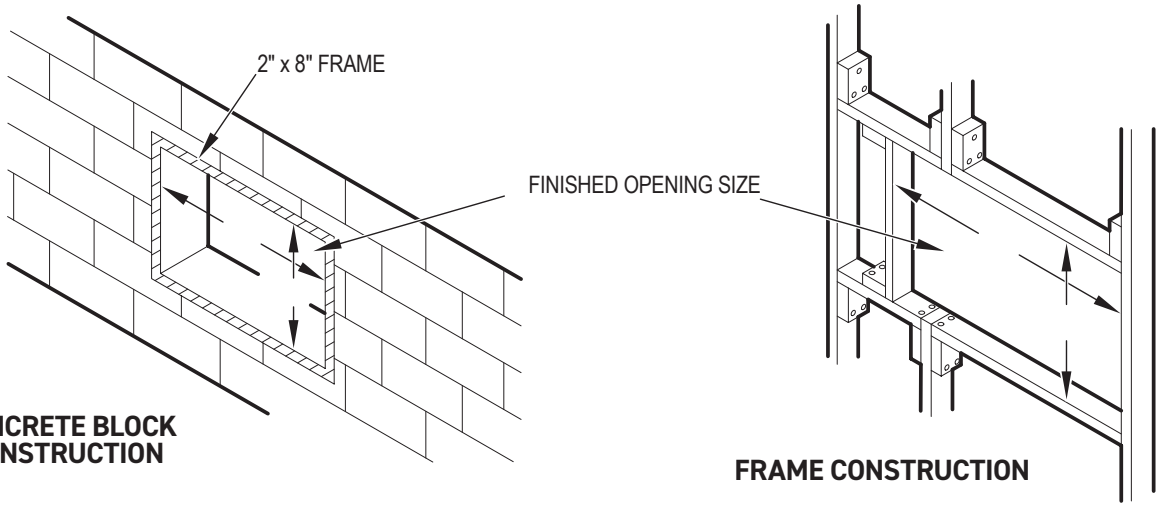

Figure C.5.3
STEP 3. **Layout** - Cut and frame-in an opening in the desired wall area using the illustration as a guide (Figure C.5.3).